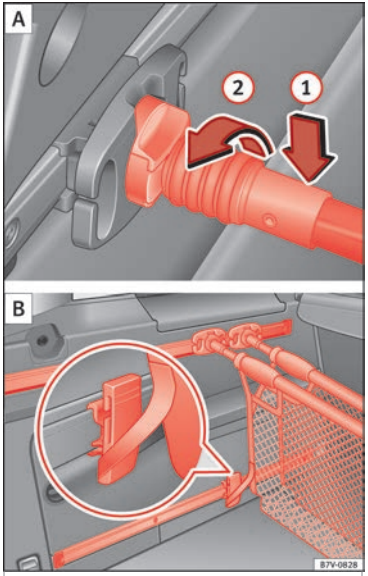

Fig. 170 Hook the baggage net A and use it as a bag B.
Place the attachment rod on the baggage net support ››› **Fig. 170** (1) and rotate 90° to the left (2). The red mark on the attachment rod should not be visible ››› ⚠. »
- Hook the baggage net attachment strap underneath into one of the movable attachment elements ››› Fig. 170 **B**.